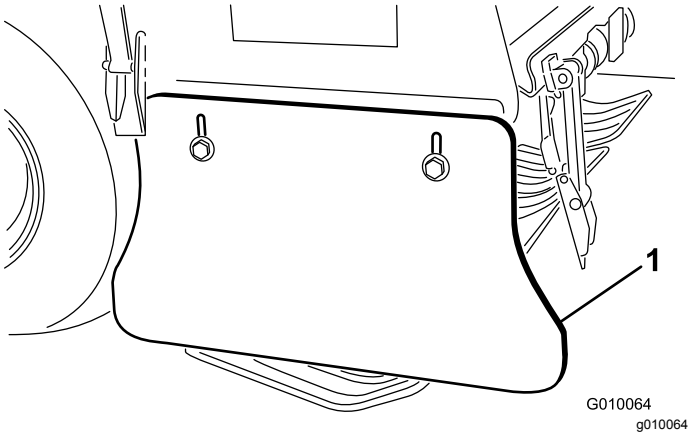

Figur 66
2. Løsne boltene og mutterne som fester sidebeskyttelsen til rammen (Figur 66).